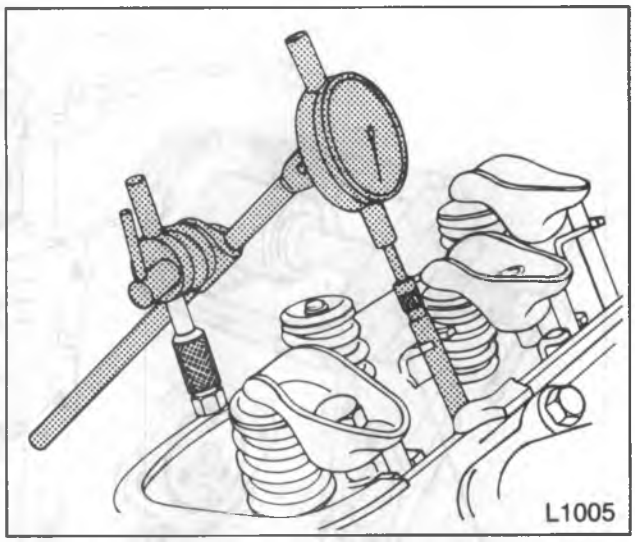

Figure 17—Measuring Camshaft Lobe Lift
2. Refer to figure 17. Position the dial indicator (part of J 8520) so the plunger rests on the pushrod end, as shown. Make sure the pushrod is in the lifter socket.